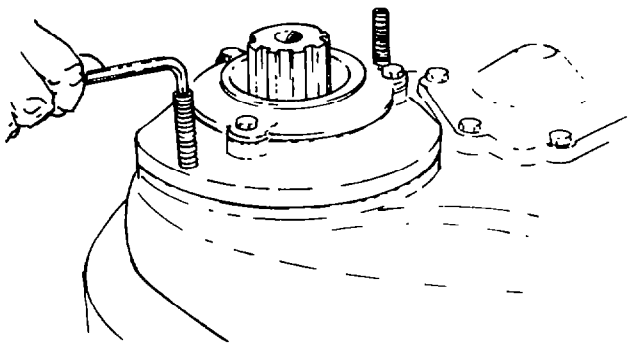

Fig. 226 — Removing Retainer Assembly
r. Remove the rear drive shaft bearing retainer bolts and remove the bearing retainer. Install puller bolts in the holes provided in the retainer and remove the retainer assembly from the case by applying pressure evenly and alternately to these bolts (see fig. 226).